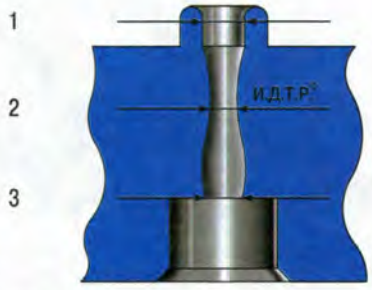

Рис. 5.6. Проверка износа направляющей втулки клапана: 1 – верх; 2 – середина; 3 – низ
29. Определите износ направляющих втулок клапанов в верхней, средней и нижней частях (рис. 5.6), измерив нутромером внутренний диаметр отверстия втулки и штангенциркулем диаметр стержня клапана. По разности этих размеров определите зазор. Для впускных клапанов он должен быть 0,048–0,066 мм, для выпускных – 0,0736–0,094 мм. Если зазор больше допустимого, а диаметр втулки не соответствует предельно допустимому размеру (5,975–6,000 мм), замените головку блока.